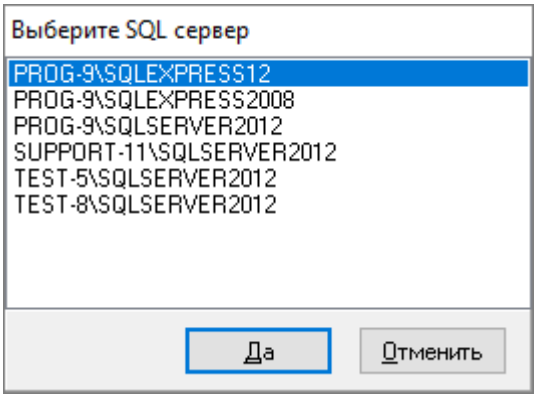

Рисунок 4-18 Выбор экземпляра MS SQL Server
1) Имя экземпляра MS SQL Server можно ввести вручную, а можно выбрать при помощи автоматического поиска. Для выбора экземпляра MS SQL Server необходимо выбрать параметр «SERVER NAME» и нажать кнопку <…>. Появится окно с доступными SQL-серверами (поиск ведется по всем компьютерам локальной сети) (см. Рисунок 4-18).